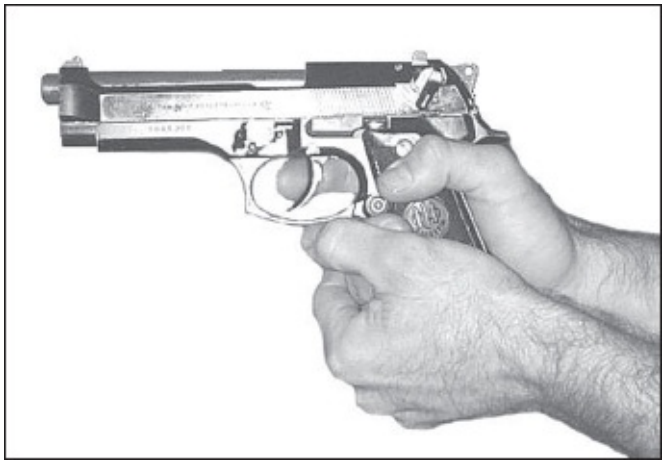

Figure 2-3. Palm-supported grip.
(2) ***Palm-Supported Grip***. This grip is commonly called the cup and saucer grip. Grip the firing hand as with the one-hand grip. Place the nonfiring hand under the firing hand, wrapping the nonfiring fingers around the back of the firing hand. Place the nonfiring thumb over the middle finger of the firing hand (Figure 2-3).